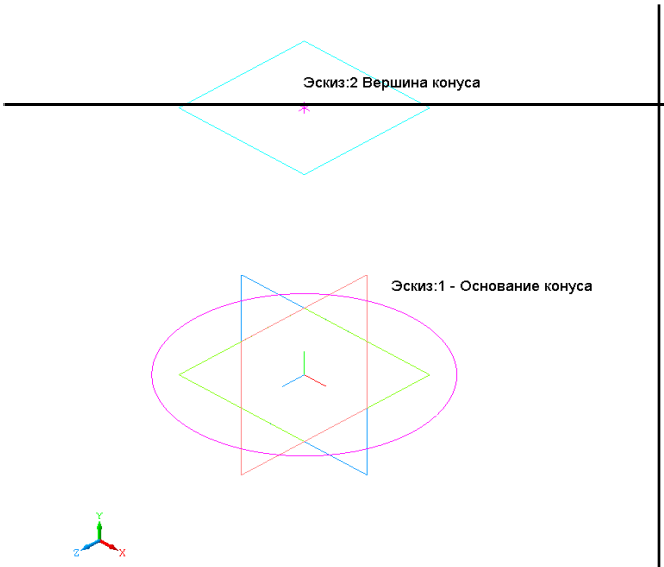

Рис. 5.21. Эскиз-окружность и эскиз-точка в смещенных плоскостях.
4.9. Завершите работу со вторым эскизом (рис. 5.21).